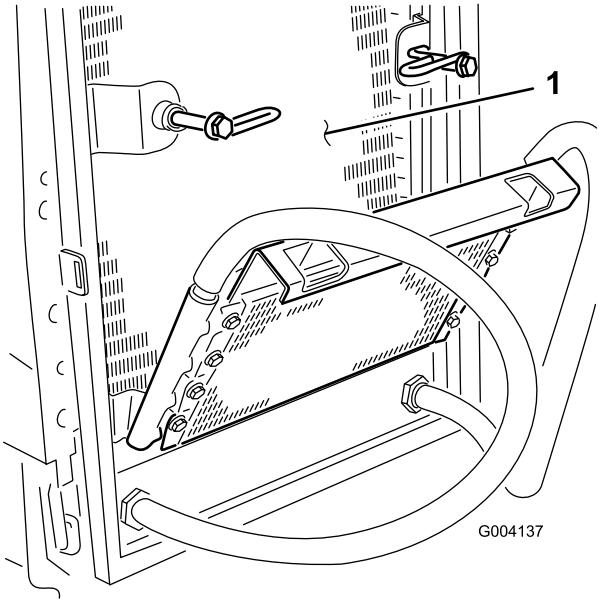

Figur 59
7. Arbejd fra kølerens ventilatorside, og blæs smudset ud med trykluft ved lavt tryk (3,45 bar) (brug ikke vand). Gentag proceduren stående foran køleren og igen fra ventilatorsiden. Rengør begge sider af oliekøleren grundigt. Når køleren og oliekølerne er grundigt rengjorte, skal du rense evt. ophobet smuds på andre dele af maskinen (Figur 59) med trykluft.